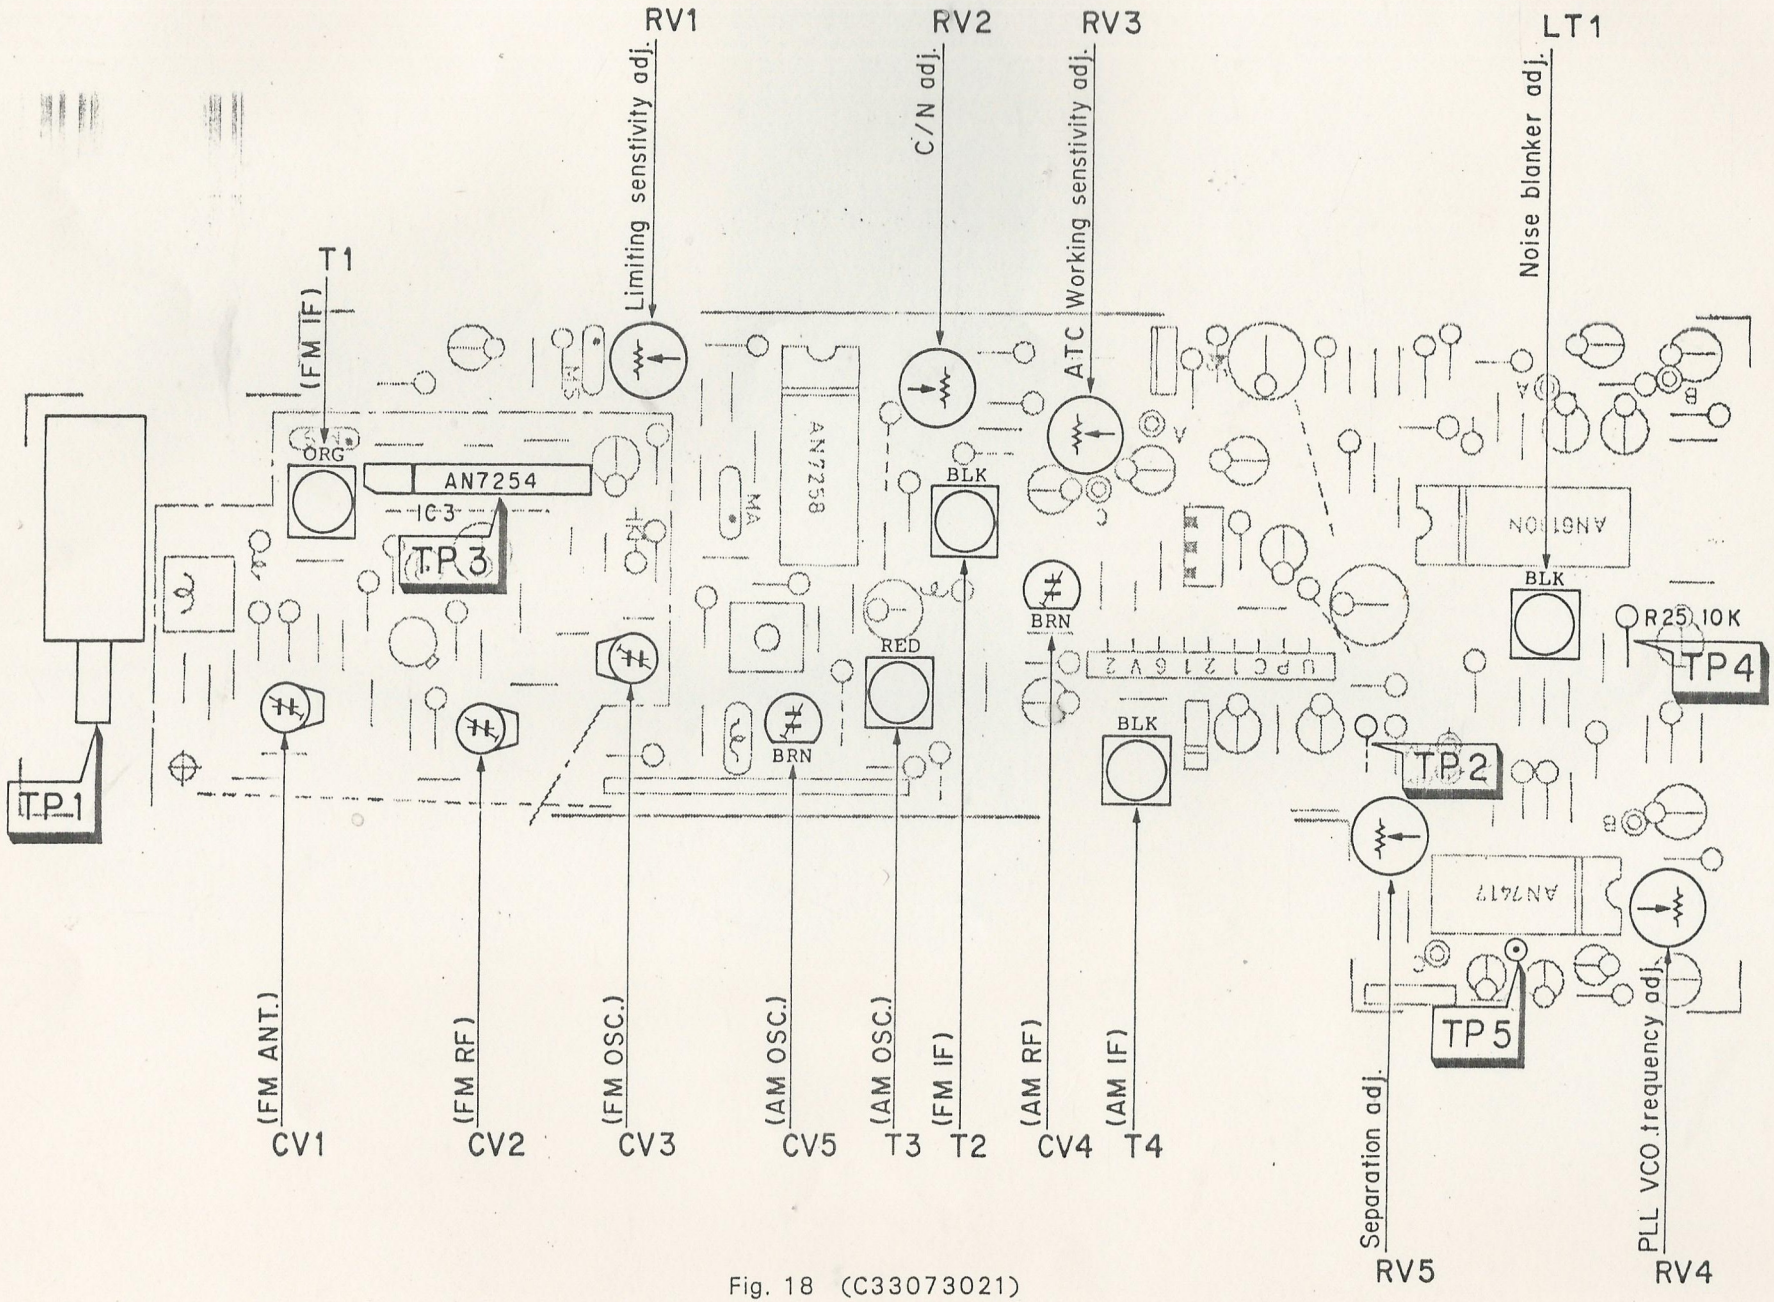

Fig. 18 (C33073021)
(2) Alignment (Refer to Fig. 18 for ADJUSTMENT POINTS.)
〔2〕 Tuning range alignment (Refer to Fig. 18 for ADJUSTMENT POINTS.)
(2) Alignment (Refer to Fig. 18 for ADJUSTMENT POINTS)
(2) Adjustment (Refer to Fig. 18 for ADJUSTMENTS POINTS)
(1) Connections a. Stereo signal generator·····Connect the TP 1
(1) Connections a. Frequency counter·····Connect the TP 5
(2) Adjustment (Refer to Fig. 18 for ADJUSTMENT POINTS)
(1) Connections Same as separation alignment
(1) Connections Same as in Section 〔7〕